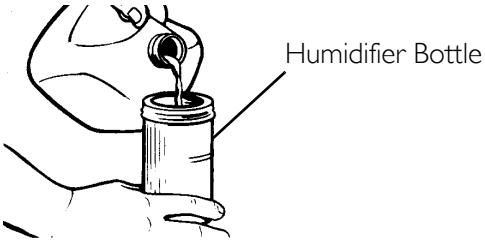
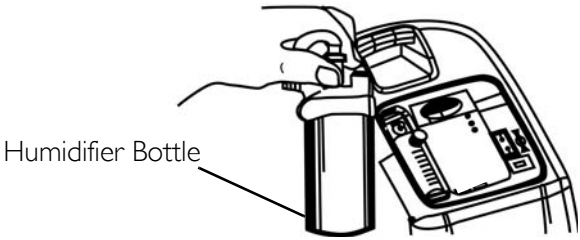
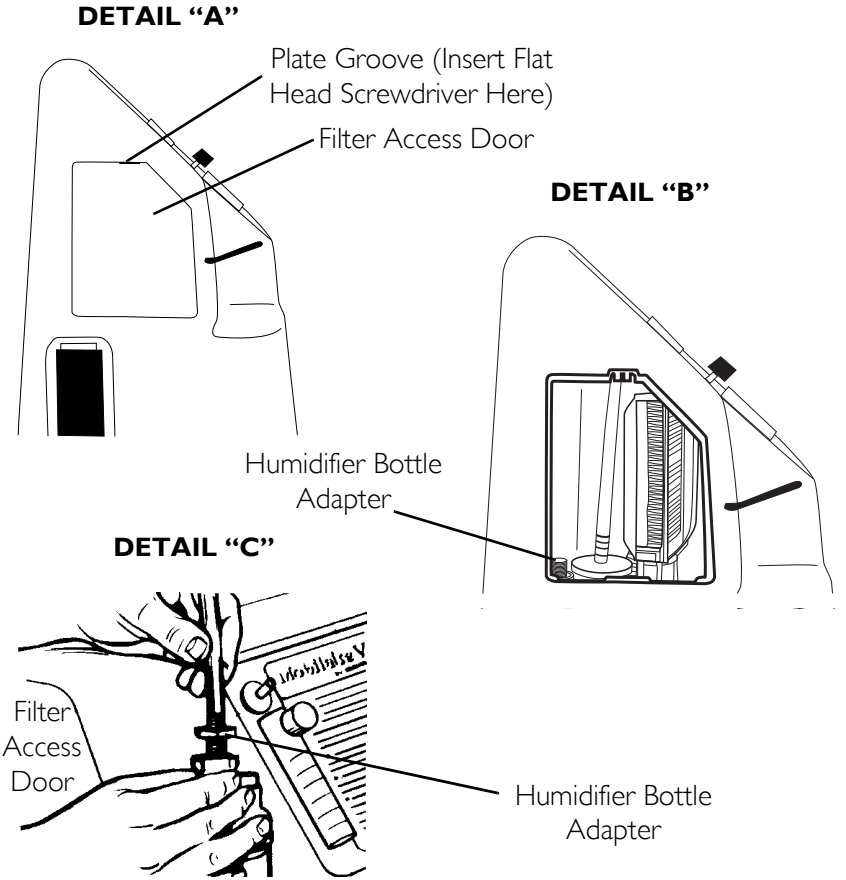
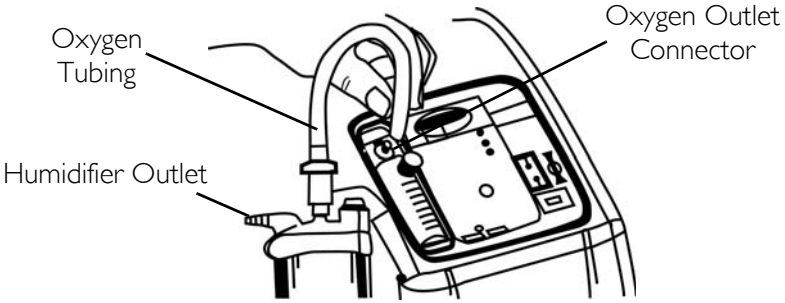

FIGURE 5.1 Filling the Humidifier
FIGURE 5.2 Humidifier Compartment
FIGURE 5.3 Attaching the Humidifier Bottle Adapter
FIGURE 5.4 Attaching the Oxygen Tubing
NOTE: For this procedure, refer to FIGURE 5.1,FIGURE 5.2, FIGURE 5.3 on page 20 and FIGURE 5.4 on page 21.
3. Remove the filter access door located on the side of the concentrator. Insert a flathead screwdriver in the plate groove on the top edge of the filter access door and gently pry the filter access door open. Refer to Detail "A" in FIGURE 5.3.
4. The humidifier adapter is next to the inlet filter. Pull up and remove the humidifier bottle adapter. Refer to Detail "B" in FIGURE 5.3.
5. Attach it to the humidifier by turning the wing nut on the humidifier bottle counterclockwise until it is securely fastened. Refer to Detail "C" in FIGURE 5.3.